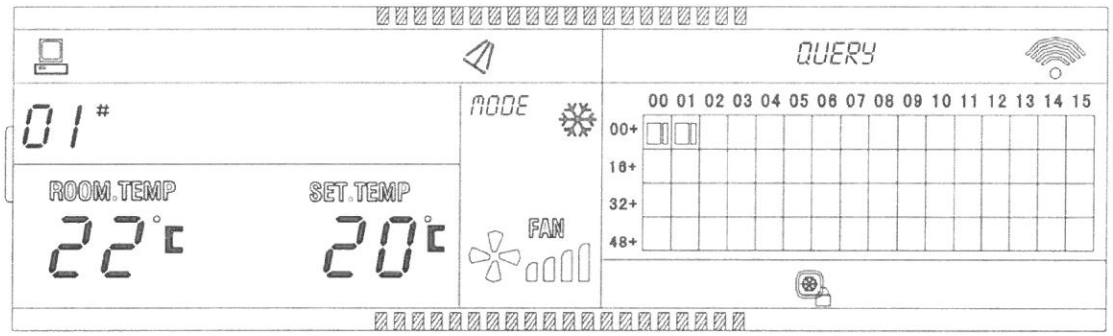
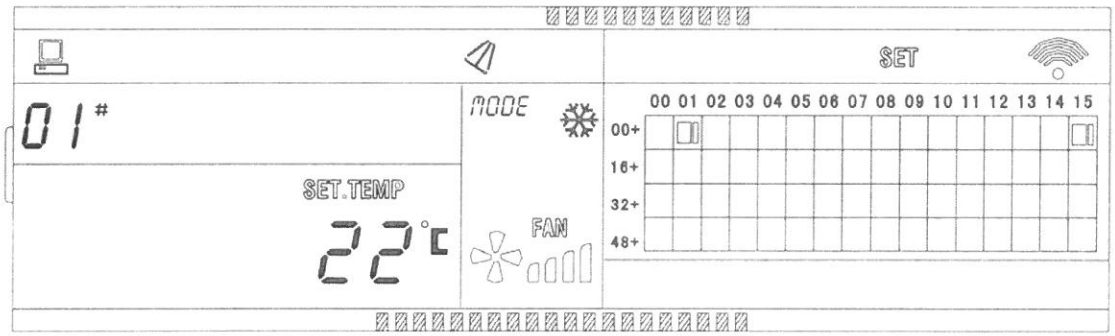

Rys. 2.6 Schemat przykładowej strony odczytu parametrów (QUERY)
Rys. 2.7 Schemat przykładowej strony wprowadzania ustawień (SET)
① LCD wyświetla stronę odczytu parametrów (rys. 2.6) Klimatyzatora o adresie 01.
② Odczytanymi parametrami Klimatyzatora o adresie 01 są: Tryb pracy Chłodzenie, szybkość Wentylatora Wysoka, załączona Funkcja wahadłowego rozsyłu nawiewu Swing, Temp. w pomieszczeniu klimatyzowanym 22°C, docelowa Temp. termostatyzacji 20°C, zablokowanie pracy na Chłodzeniu.
③ W matrycy Klimatyzatorów z rys. 2.6 duże i małe prostokąty wyświetlone są tylko (wewnątrz) dwóch komórek { 00+, 00 } i { 00+, 01 }. Oznacza to, że Klimatyzatory o adresach 00 i 01 są załączone i sprawne.
④ Pozostałe wskazania strony z rys. 2.6 informują, że Sterownik Centralny ma aktualnie niezakłóconą łączność z Komputerem lokalnym sieci.
① LCD wyświetla stronę wprowadzania ustawień (rys. 2.6) dla Klimatyzatora o adresie 01 i odczytuje jego parametry.
② Odczytanymi parametrami Klimatyzatora o adresie 01 są: Tryb pracy Chłodzenie, szybkość Wentylatora Wysoka, załączona Funkcja wahadłowego rozsyłu nawiewu Swing, zadana docelowa Temp. termostatyzacji 22°C.
③ W matrycy Klimatyzatorów z rys. 2.7 duże prostokąty wyświetlone są tylko (wewnątrz) komórek { 00+, 01 } i { 00+, 15 }. Oznacza to, że Klimatyzatory o adresach 01 i 15 są sprawne.
④ Pozostałe wskazania strony z rys. 2.7 informują, że Sterownik Centralny ma aktualnie niezakłóconą łączność z Komputerem lokalnym sieci.